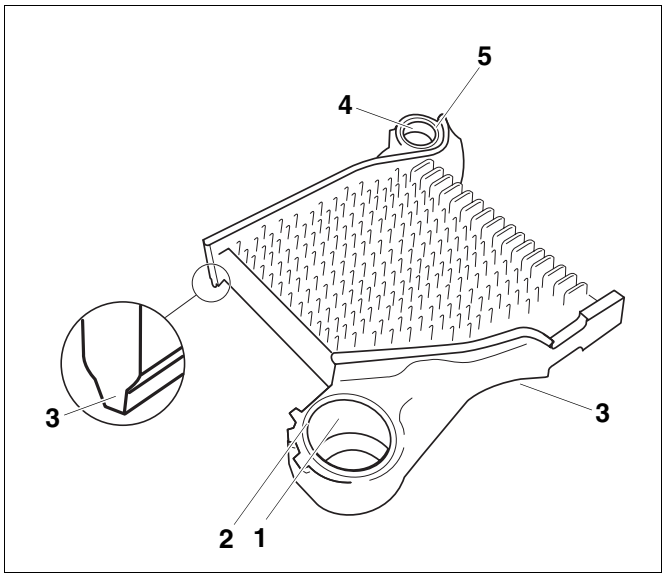

Afb. 11 Middenelement
- Vijl de eventueel aanwezige bramen van de ketelnaven (afb. 11, **pos. 2** en **5**).
- De afdichtingveren (afb. 11, **pos. 3**) moeten schoon en droog zijn en moeten bijgevolg eventueel eerst gereinigd worden.
- Reinig de afdichtingvlakken van de ketelnaven (afb. 11, **pos. 1** en **4**) met een in benzine gedrenkte doek en strijk ze in met menie.